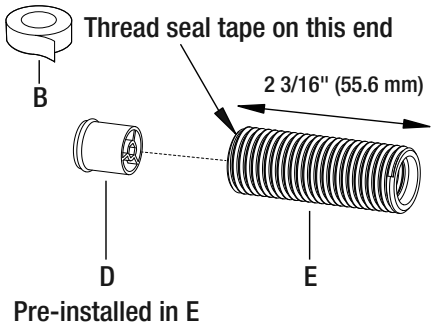

Fig.9
- Put thread seal tape (B) on the end of the long brass connector (E) that has the white check valve (D), see Fig. 9.